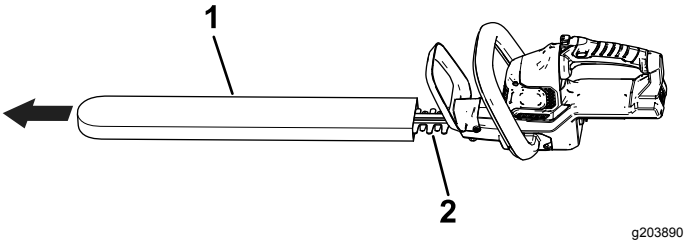

Figura 3
1. Rimuovete la copertura di protezione dalle lame di taglio (Figura 3).